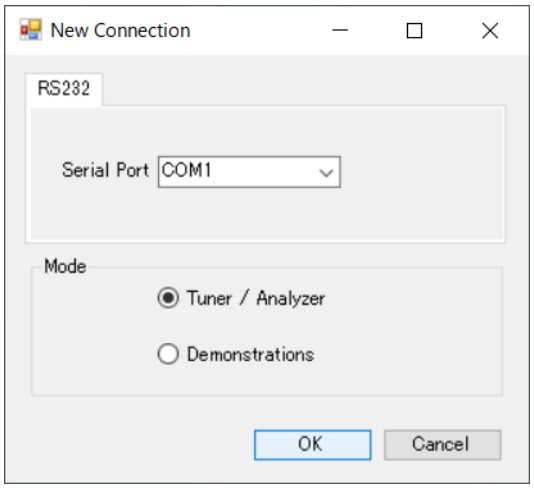

Figure 4-1 "New Connection" Dialog
(6) Double-click the unzipped executable file (RZT2H_Motion_Control_Utility.exe) to launch the RZ/T2H Motion Control Utility.
(7) Specify the COM port number to connect using the "Serial Port" combo box in the "New Connection" dialog (Figure 4-1) and press the "OK" button to establish communication.